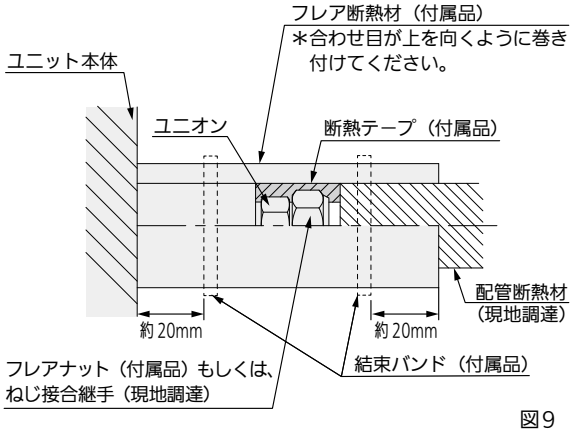

図9
- 図9に従って液管・ガス管とも、断熱してください。フレアナット部もしくは、ねじ接合継手部に断熱テープ（付属品）を巻き付けてください。配管接続部にはフレア断熱材（付属品）を隙間がないように巻き付け、結束バンド大（付属品）で締め付けてください。結束バンドの余分な部分は切断してください。